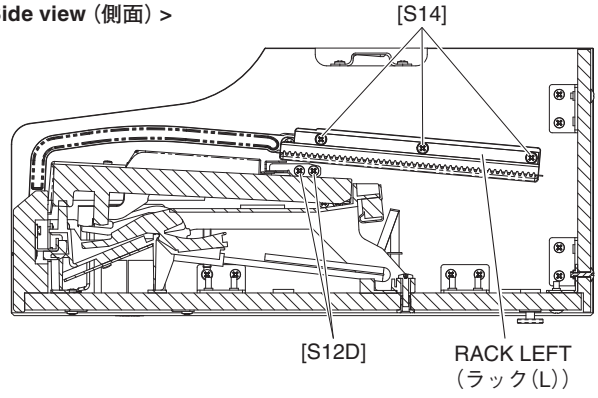

Fig. 5（図5）
7-3 Remove the three (3) screws marked [S14]. The rack L can then be removed. (Fig. 5)
7-3 [S14] のネジ 3 本を外して、ラック（L）を外します。(図 5)
8-4 Remove the two (2) screws marked [S12D] each from both sides of the assembly. (Fig. 5)
8-4 [S12D] のネジを左右 2 本ずつ外します。(図 5)